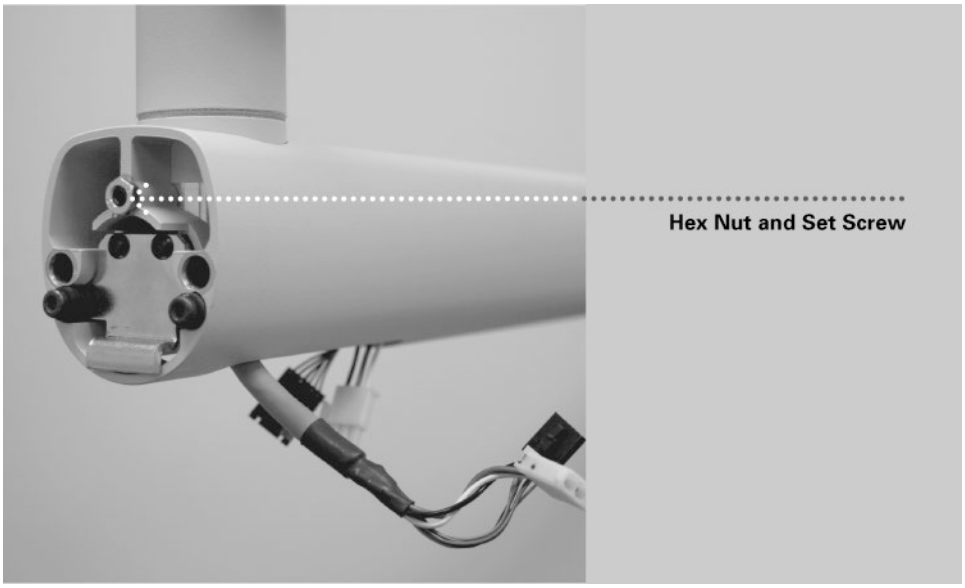

Figure 21 Installing the Hex Nut and Set Screw
2. Insert the M6 x 25 mm long set screw, as shown in *Figure 21*. Using a 3 mm Allen wrench, tighten the screw fully than back off ¼ turn and secure with the hex nut.